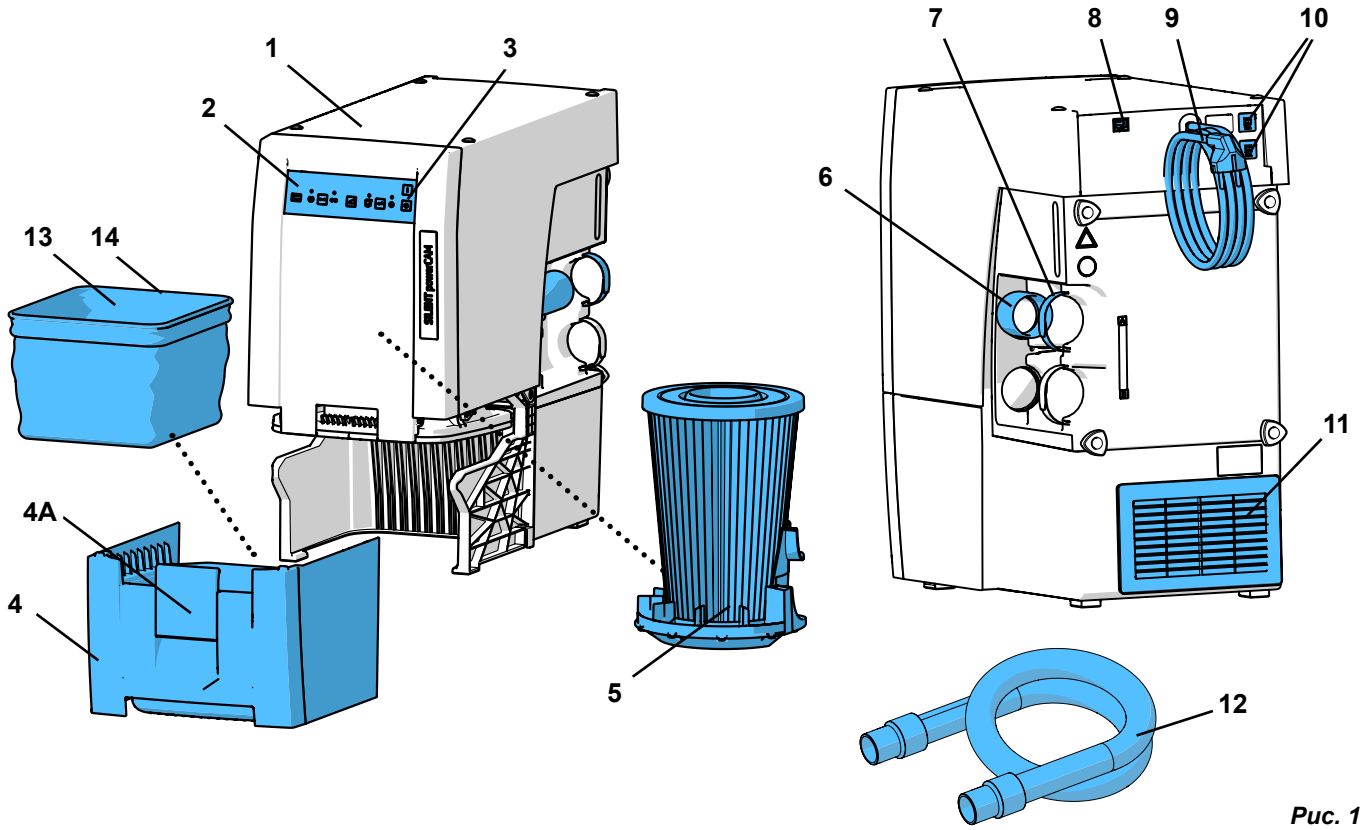

Рис. 1
- выходу отработанному воздуха 11, Рис. 1) ичего не препятствовало.
- Внешний вытяжной воздуховод (A) (см. раздел 4.6).
- Отверстие на задней стенке шкафа (B), мин. 250 x 120 мм, непосредственно напротив выхода отработанного воздуха (11, Рис. 1).
- Удалить заднюю стенку шкафа (C), расстояние от задней стенки шкафа до стены мин. 50 мм.
⇒ Шнур питания (9, Рис. 1) раскатать и штекер вставить в розетку электросети здания.